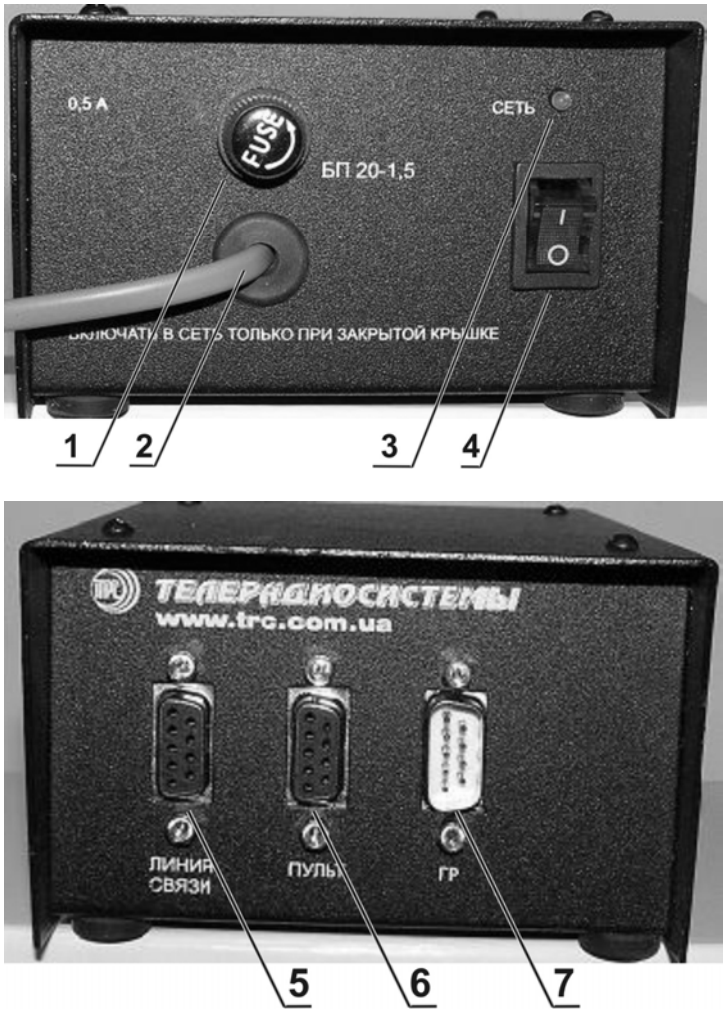

Рисунок 4.5 – Элементы управления на блоке питания
4.5. Расположение элементов управления на блоке питания (БП) пульта АК-2221 представлены на рис. 4.5: